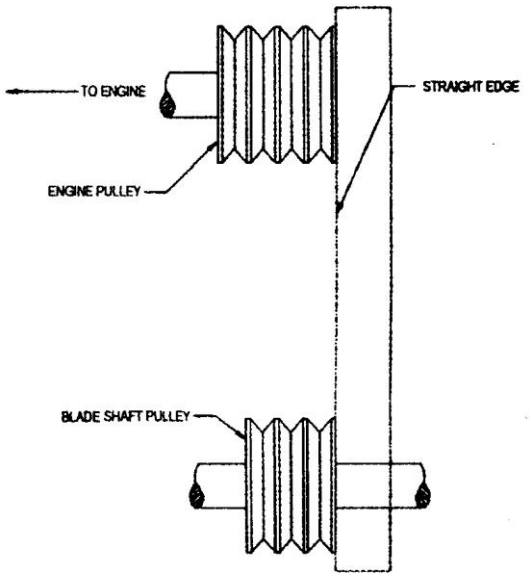

Rys. 1
6. Aby sprawdzić wyrównanie, użyj stalowej prostej krawędzi. Patrz rysunek 1.